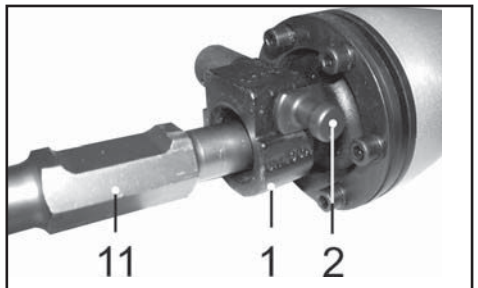

Рис. 3
8.1.2. Преодолевая усилие пружины, оттяните фиксатор муфты (2) на себя, и удерживая в этом положении, поверните на 180° и отпустите фиксатор (2). Метка на фиксаторе (2) должна располагаться возле маркировки «unlock», Рис.3.